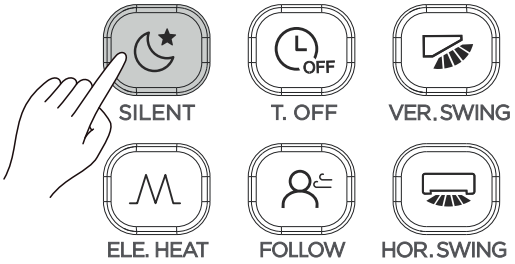

Rysunek 3.14
1) Podczas pracy klimatyzatora w trybie chłodzenia lub grzania, naciśnij przycisk (patrz Rysunek 3.14) aby uruchomić funkcję cichej pracy. Na wyświetlaczu pojawi się ikona.